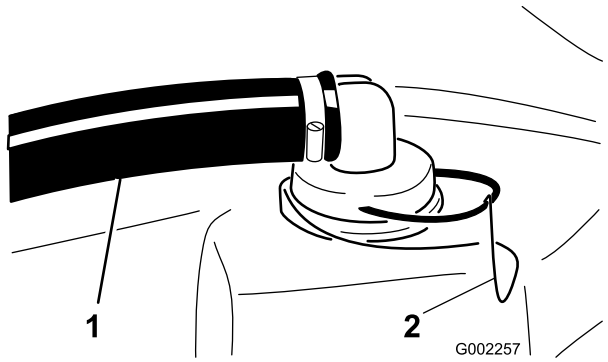

Figuur 61
2. Verwijder de borgveer van de rode aansluitstuk dat is bevestigd aan de grote slang op de tank (Figuur 61).
3. Maak de slang los van de tank (Figuur 61).